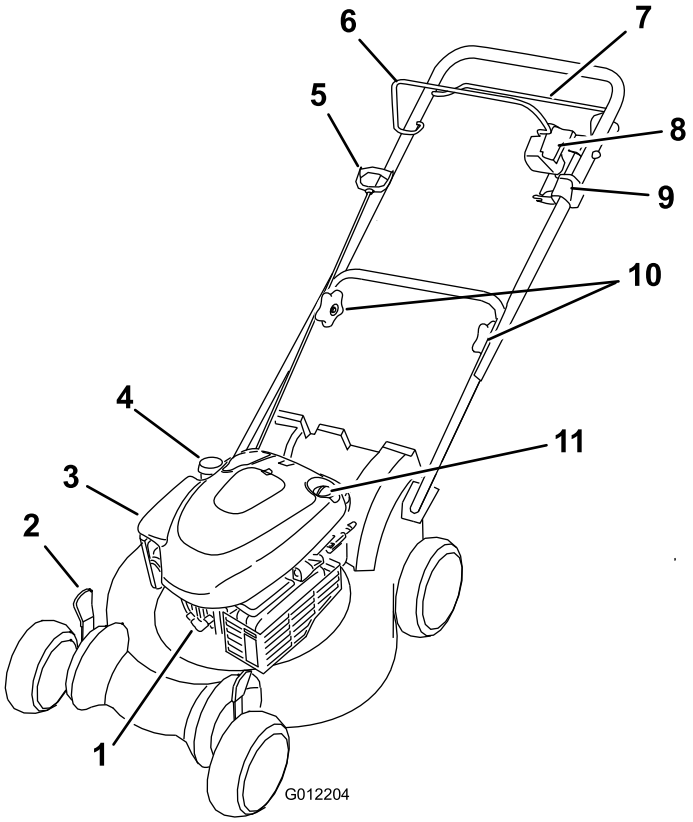

Figur 10
2. Hvis tenningsbryteren på gressklipperen (Figur 10) er en vippebryter (med både "I" og "Stop"), trykk bryteren til stillingen "I". Hvis ikke, gå til trinnet 3.
Hvis tenningsbryteren på gressklipperen (Figur 10) er en vippebryter (med både "I" og "Stop"), trykk bryteren til stillingen "Stop". Hvis ikke, hold nede tenningsbryteren i stillingen "Stop" til motoren stopper.